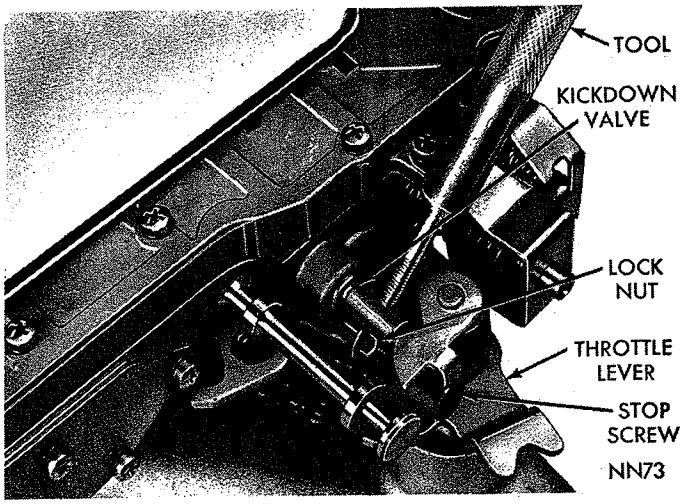

*Fig. 36—Throttle Pressure Adjustment*
(1) Remove valve body assembly from transmission to perform adjustment. (Refer to Page 67).
(2) Loosen throttle lever stop screw lock nut and back off approximately five turns (Fig. 36).
(3) Insert gauge pin of Tool C-3763 between the throttle lever cam and kickdown valve.
(4) By pushing in on tool, compress kickdown valve against its spring so throttle valve is completely bottomed inside the valve body.
(5) As force is being exerted to compress spring, tighten throttle lever stop screw finger tight against throttle lever tang with throttle lever cam touching tool and the throttle valve bottomed. **Be sure adjustment is made with spring fully compressed and valve bottomed in the valve body.**
(6) Remove tool and tighten stop screw lock nut securely.